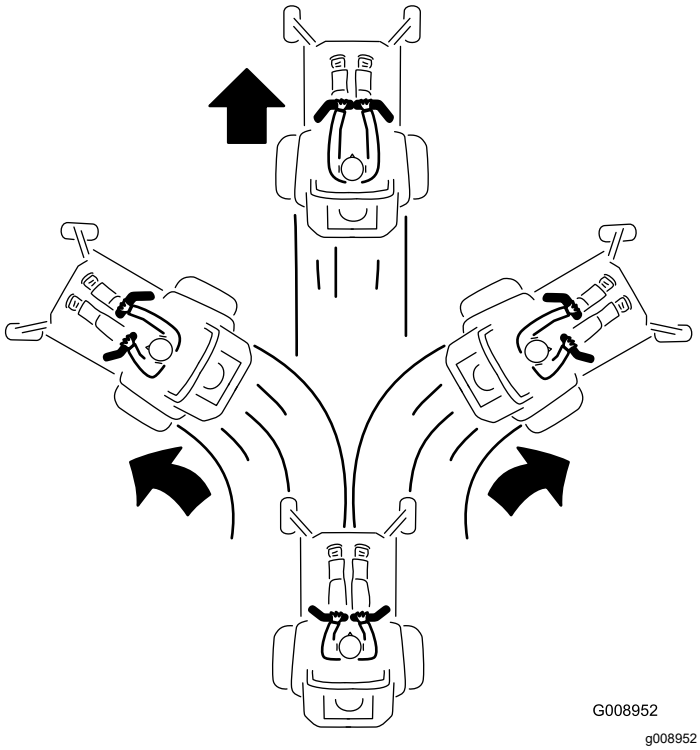

Rysunek 34
3. Aby jechać do przodu, powoli przesuń do przodu dźwignie kierowania (Rysunek 34).